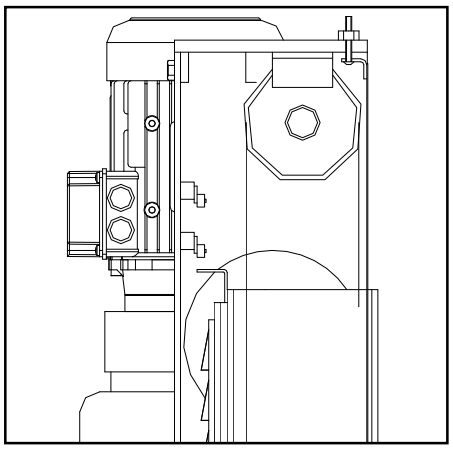

Fig. 13
• If the lift reaches to the maximum height, the up limit switch will stop the lifting. (Fig.13)
• If the moving part exceed its travel distance, on the upper part of the command post there is two limit switches connected in series and are usually set working by the “actuator” (Fig. 13) on the command side carriage. If the first limit switch did not work, the second one would trip after 3sec of carriage run.